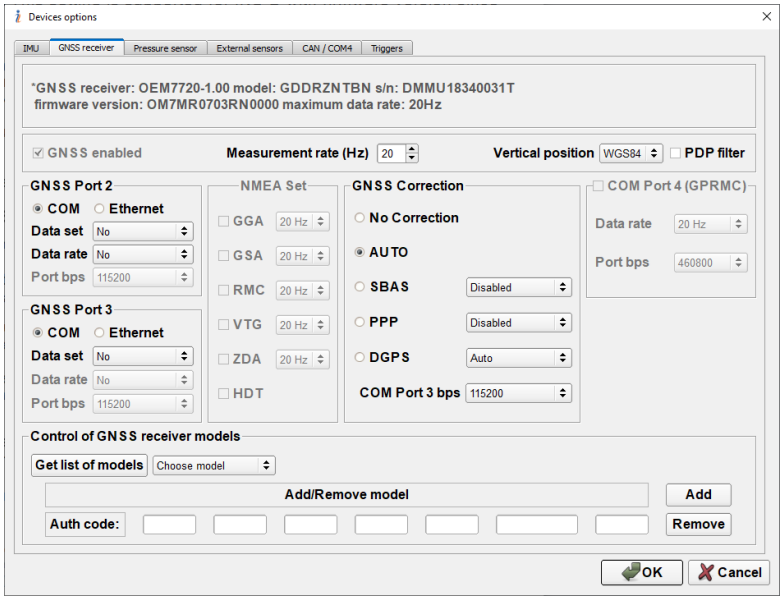

**Fig. 4.4.**
Settings and parameters related to onboard GNSS receiver are located in the “GNSS receiver” tab of “Devices options” window (see Fig. 4.4).
- **GNSS Correction** – these fields adjust correction of GNSS receiver data to improve position accuracy. The type of GNSS correction is chosen by radio button (see Fig. 4.4). Default value is “AUTO”. See section “10.2.1. GNSS Correction” for details.
- **Control of GNSS receiver models** – this field allows addition, change, and removal of GNSS receiver model (see Fig. 4.4). For details see section 10.2.2 “Control of GNSS Receiver Model”.